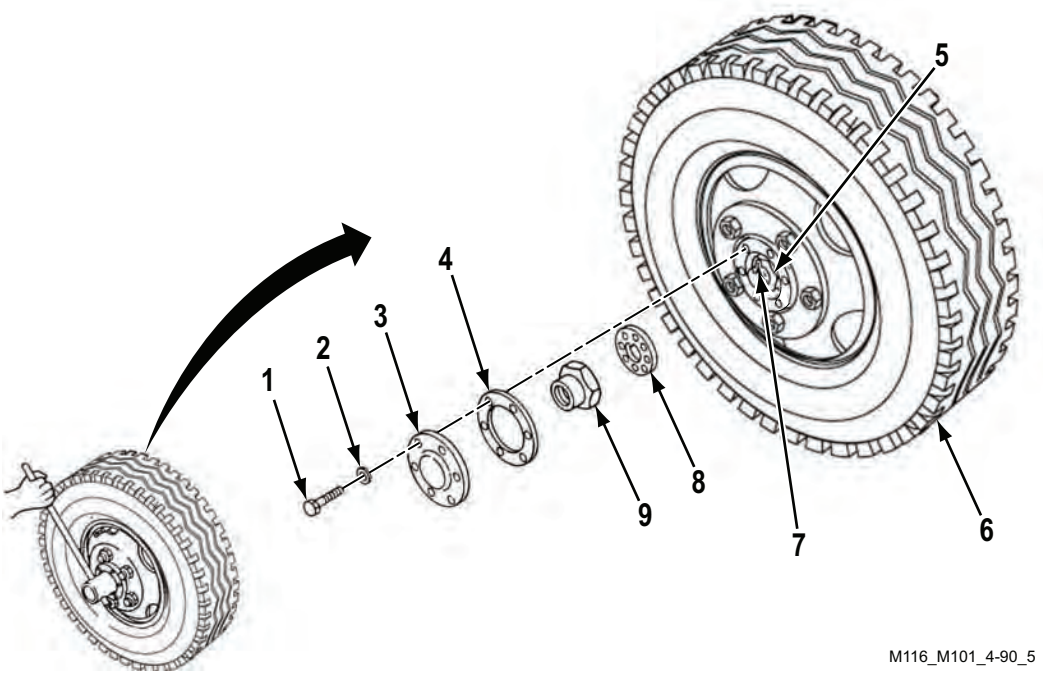

Figure 7. Wheel Bearing Adjustment.
2. Remove six cap screws (Figure 7, Item 1), lockwashers (Figure 7, Item 2), access cover (Figure 7, Item 3), and paper gasket (Figure 7, Item 4). Discard lockwashers (Figure 7, Item 2) and paper gasket (Figure 7, Item 4).
3. Remove outer bearing sleeve nut (Figure 7, Item 9) and key washer (Figure 7, Item 8).
4. Loosen adjusting nut (Figure 7, Item 5). Turn wheel assembly (Figure 7, Item 6) until wheel assembly binds. Loosen adjusting nut 1/6 turn or until wheel assembly does not bind.
5. Try to move wheel assembly (Figure 7, Item 6) by rocking. Wheel assembly should not move. If it does move, repeat Step 4.
6. Mate key washer (Figure 7, Item 8) and spindle. Slide key washer against adjusting nut (Figure 7, Item 5). Dowel pin (Figure 7, Item 7) should enter one of the holes in key washer (Figure 7, Item 8). If dowel pin (Figure 7, Item 7) does not enter hole in key washer (Figure 7, Item 8), perform Step 7.
7. Remove key washer (Figure 7, Item 8). Turn it over and reinstall. If dowel pin (Figure 7, Item 7) does not enter hole in key washer (Figure 7, Item 8), perform Step 8.
8. Loosen adjusting nut (Figure 7, Item 5) and repeat Steps 4 through 7.
9. Install outer bearing sleeve nut (Figure 7, Item 9), new paper gasket (Figure 7, Item 4), access cover (Figure 7, Item 3), six new lockwashers (Figure 7, Item 2), and cap screws (Figure 7, Item 1).